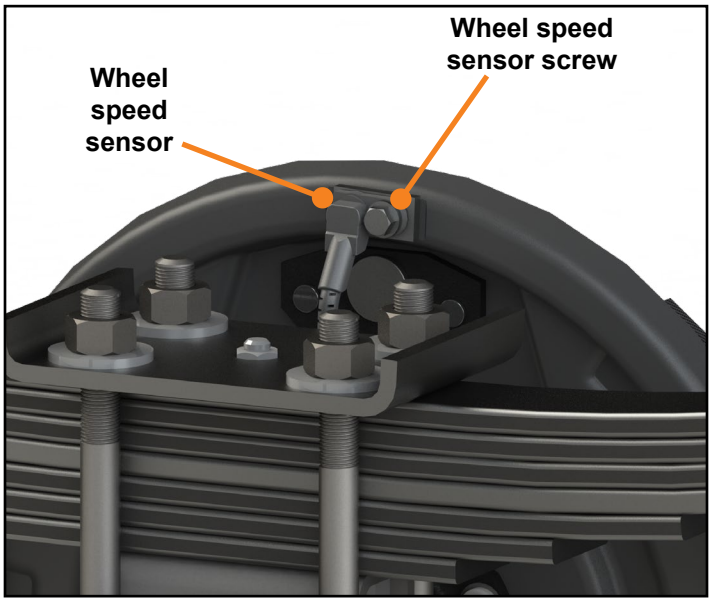

Fig.9
2. Remove the wheel speed sensor screw and detatch the wheel speed sensor from the brake assembly **(Fig. 9)**.